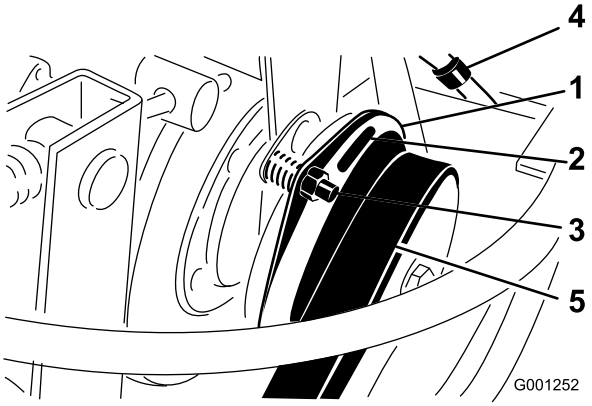

Figur 66
3. Juster avstanden slik at et 0,4 mm følerblad kan skyves mellom koblingsbelegget og friksjonsplaten ved hjelp av lett trykk (Figur 66). Avstanden kan reduseres ved å vri mutteren med klokken (Figur 66). Maksimal avstand er 0,76 mm. Justere alle tre avstandene.